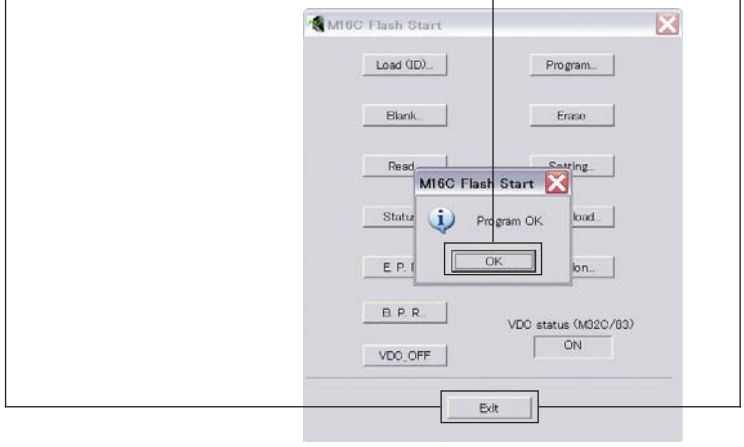

Fig. 7
10. When writing of the firmware is completed, the screen appears as shown below. (Fig. 7)
Click [OK]. (Fig. 7)
11. Click [Exit] to end FlashSta.exe. (Fig. 7)
10. ファームウェアの書き込みが完了すると、以下の画面が表示されます。(Fig. 7)
[OK] をクリックします。(Fig. 7)
11. [Exit] をクリックして FlashSta.exe を終了します。(Fig. 7)